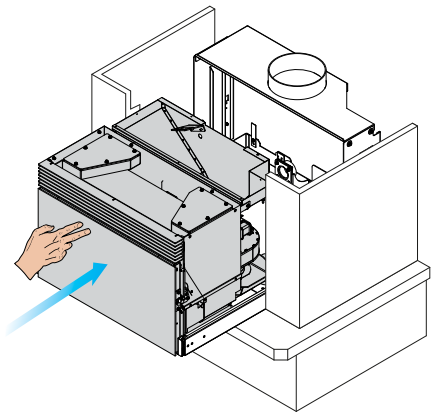

fig. 6.1.12
12) Empujar la máquina hasta el final del recorrido de los raíles. (fig. 6.1.12)